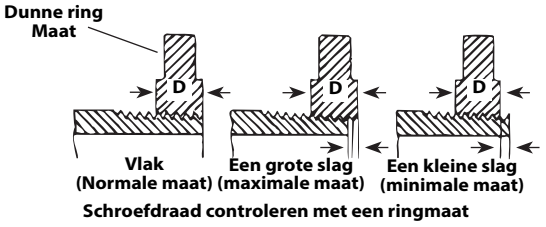

Figuur 16 – Schroefdraadmaat controleren
3. Inspecteer de maat van de schroefdraad. De schroefdraadmaat wordt bij voorkeur gemeten met een ringmaat. Er zijn verschillende soorten ringmaten en het gebruik kan afwijken van de toepassing die wordt getoond in *Figuur 16*.